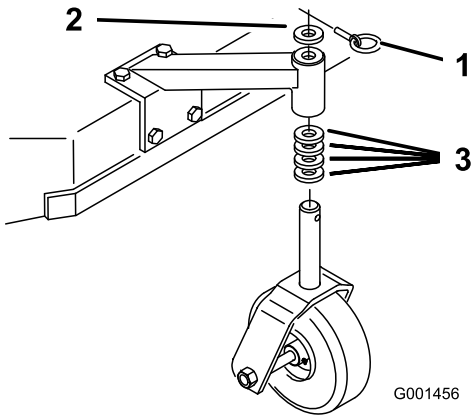

Figuur 17
1. Maak gebruik van het maaihoogteschema om de afstandsstukken van het zwenkwiel aan te passen aan de geselecteerde asopening (Figuur 17).
2. Verwijder de vergrendelpen, schuif het zwenkwiel van de steun en verwissel de afstandsstukken (Figuur 17).
3. Plaats het zwenkwiel in de steun en steek de vergrendelpen erin (Figuur 17).